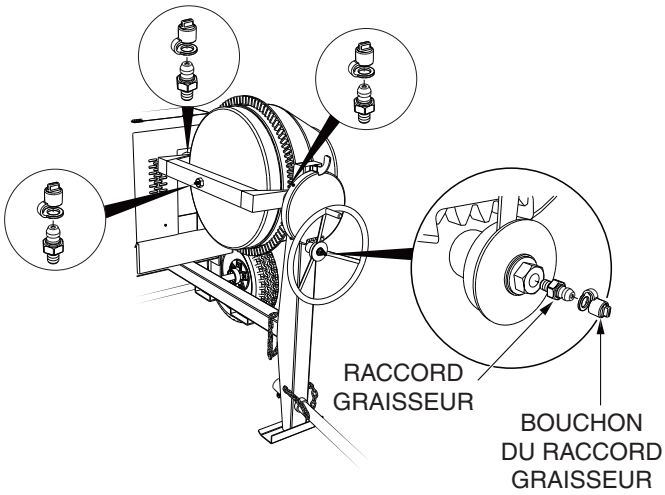

Figure 37. Raccords de graissage (bétonnière)
1. Il y a ***quatre*** raccords de graissage (Figure 37) qui doivent être lubrifiés. Lubrifier ces raccords ***une fois par semaine***. Utiliser une graisse au lithium, grade N0.1.